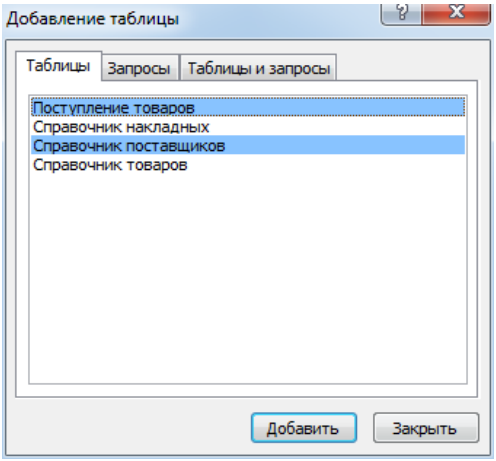

Рис. 4.1. Добавление таблиц в запрос
2. В диалоговом окне *Добавление таблицы* (рис. 4.1) выделяются таблицы, данные из которых требуется отобразить в запросе, и нажимается кнопка *Добавить*.